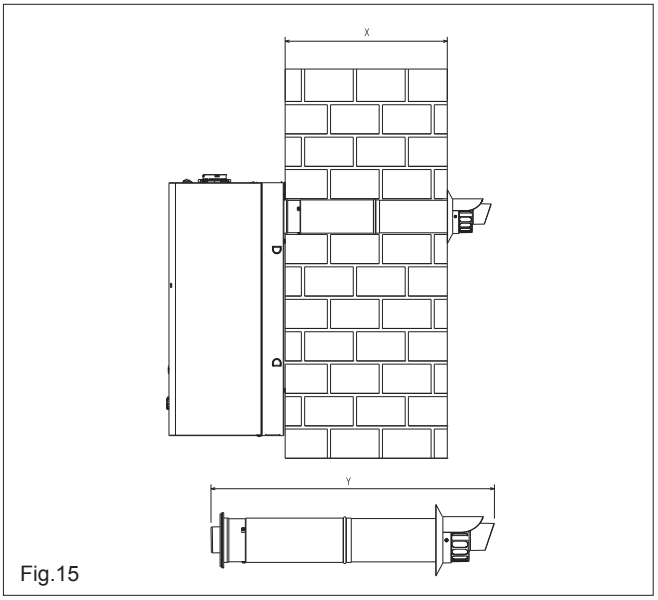

Fig.15
4.5.1.2 FITTING THE REAR FLUE (fig. 15) (rear flue outlet only)